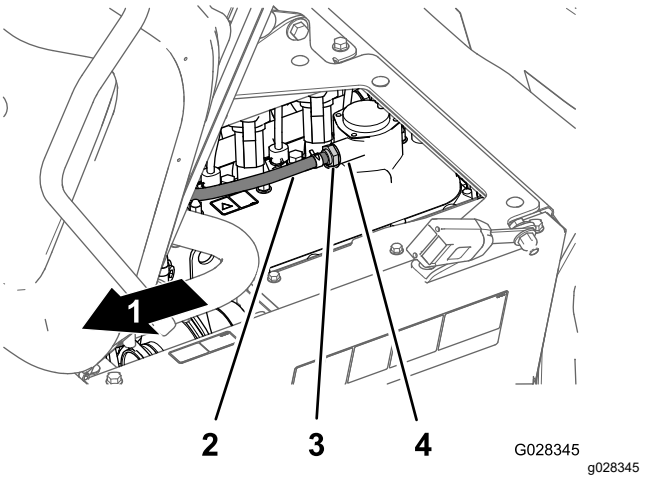

図 76
2. バルブカバーのフィッティングからPCVバルブを取り外す図 76。
注 バルブ内部にあるレストリクタがカラカラと音を立てる場合は継続使用可能。バルブを振っても中から音がしない場合は PCV を交換する図 76。
4. バルブカバーのフィッティングの一番奥までPCVバルブを押し込む図 76。